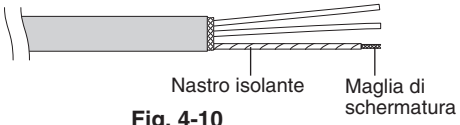

Fig. 4-10
(2) Rimuovere con cautela la maglia di schermatura e attorcigliare saldamente i fili dei conduttori schermati. Isolare i conduttori schermati con un tubo isolante o del nastro adesivo (Fig. 4-10).